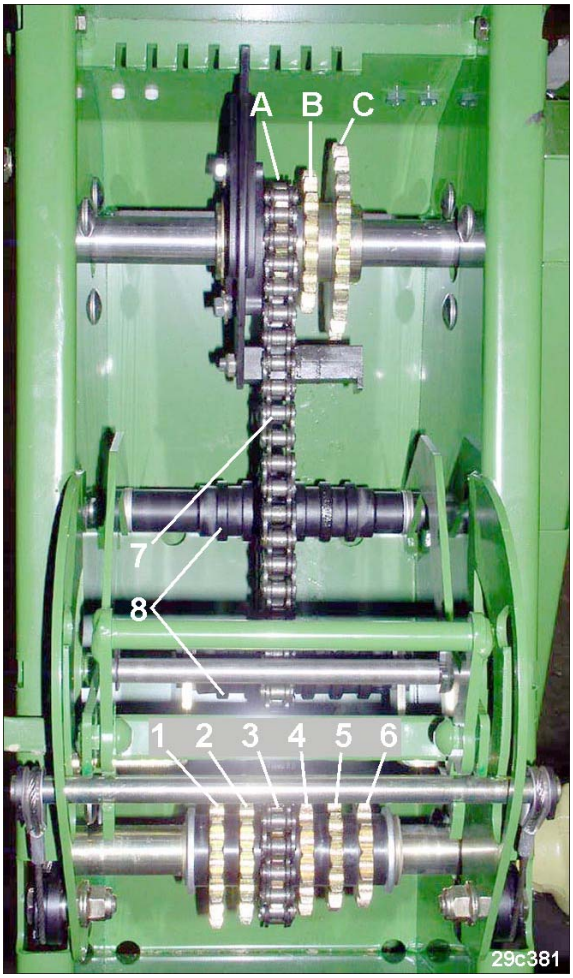

Fig. 87
6. Die Rollenkette (Fig. 87/7) mit Hilfe des Hakens (Fig. 82/1) auf die richtigen Kettenräder legen.
Die Rollenkette umschließt das Kettenrad (Fig. 87/A) und das Kettenrad (Fig. 87/3).
Die Rollenkette muss fluchten und auf den Führungen der beiden Rollen (Fig. 87/8) laufen.